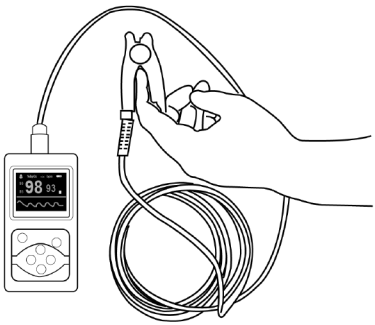

Figura 6 (Sonda reală poate diferi de sonda prevăzută în Figura 6. Vă rugăm să acceptați sonda reală cu dispozitivul)
- Degetul trebuie plasat corect (a se vedea figura 6 atașată), deoarece introducerea necorespunzătoare sau poziția incorectă cu contactul senzorului va influența măsurarea.
A. Puneți degetul în sondă. Consultați Figura 6.